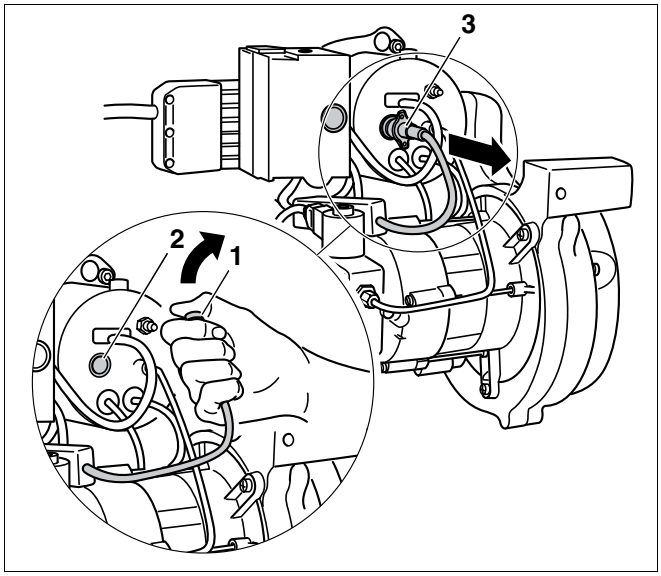

Fig. 38 Verifica del funzionamento del sensore di fiamma
- Con bruciatore in funzione estrarre il sensore di fiamma dal supporto afferrando l'apposita impugnatura (fig. 38, **pos. 3**).
- Coprire il sensore di fiamma (fig. 38, **pos. 1**). Dopo un nuovo avvio è necessario effettuare un disinserimento per guasto.
- Dopo un tempo di attesa di circa 30 secondi riarmare il dispositivo di combustione gasolio premendo il tasto di riarmo (fig. 38, **pos. 2**).